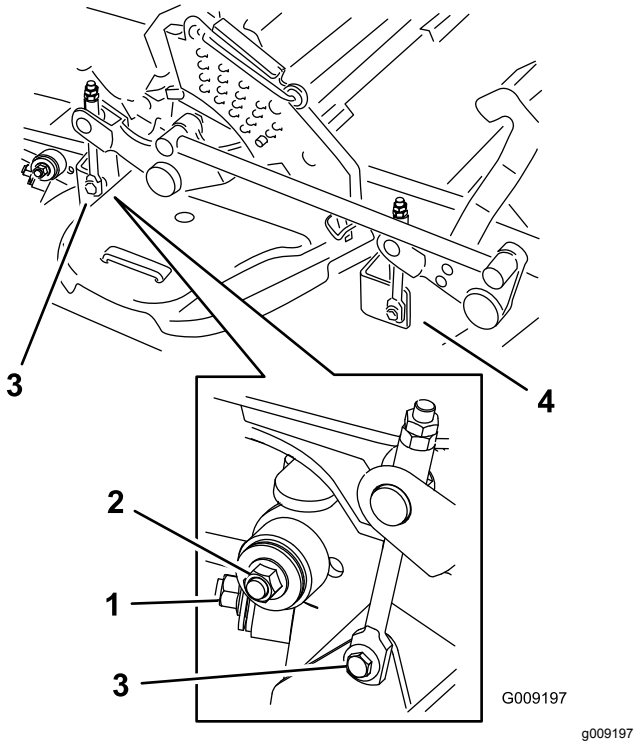

Figuur 107
7. Verwijder en bewaar de bevestigingsmaterialen aan beide zijden van het maaidek (Figuur 107).